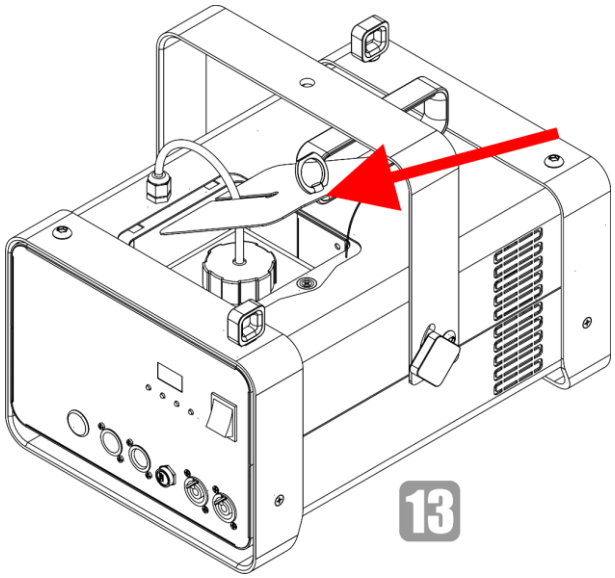

Fig. 31
13) Put the lid back on the device, as shown in Fig. 31.